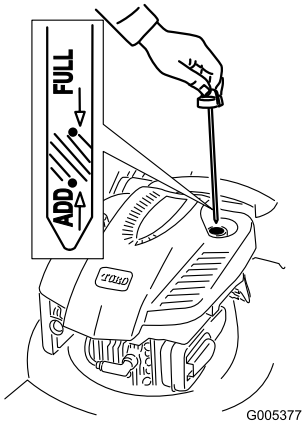

Figur 8
1. Tag målepinden ud (Figur 8).
2. Hæld**langsomt** olie i oliepåfyldningsrøret, indtil oliestanden når op til mærket **Full** på målepinden (Figur 8). **Fyld ikke for meget på.** (Påfyld maks.: 0,59 l, type: SAE 30 selvrensende olie med API-serviceklassifikation SF, SG, SH, SJ, SL eller højere.)